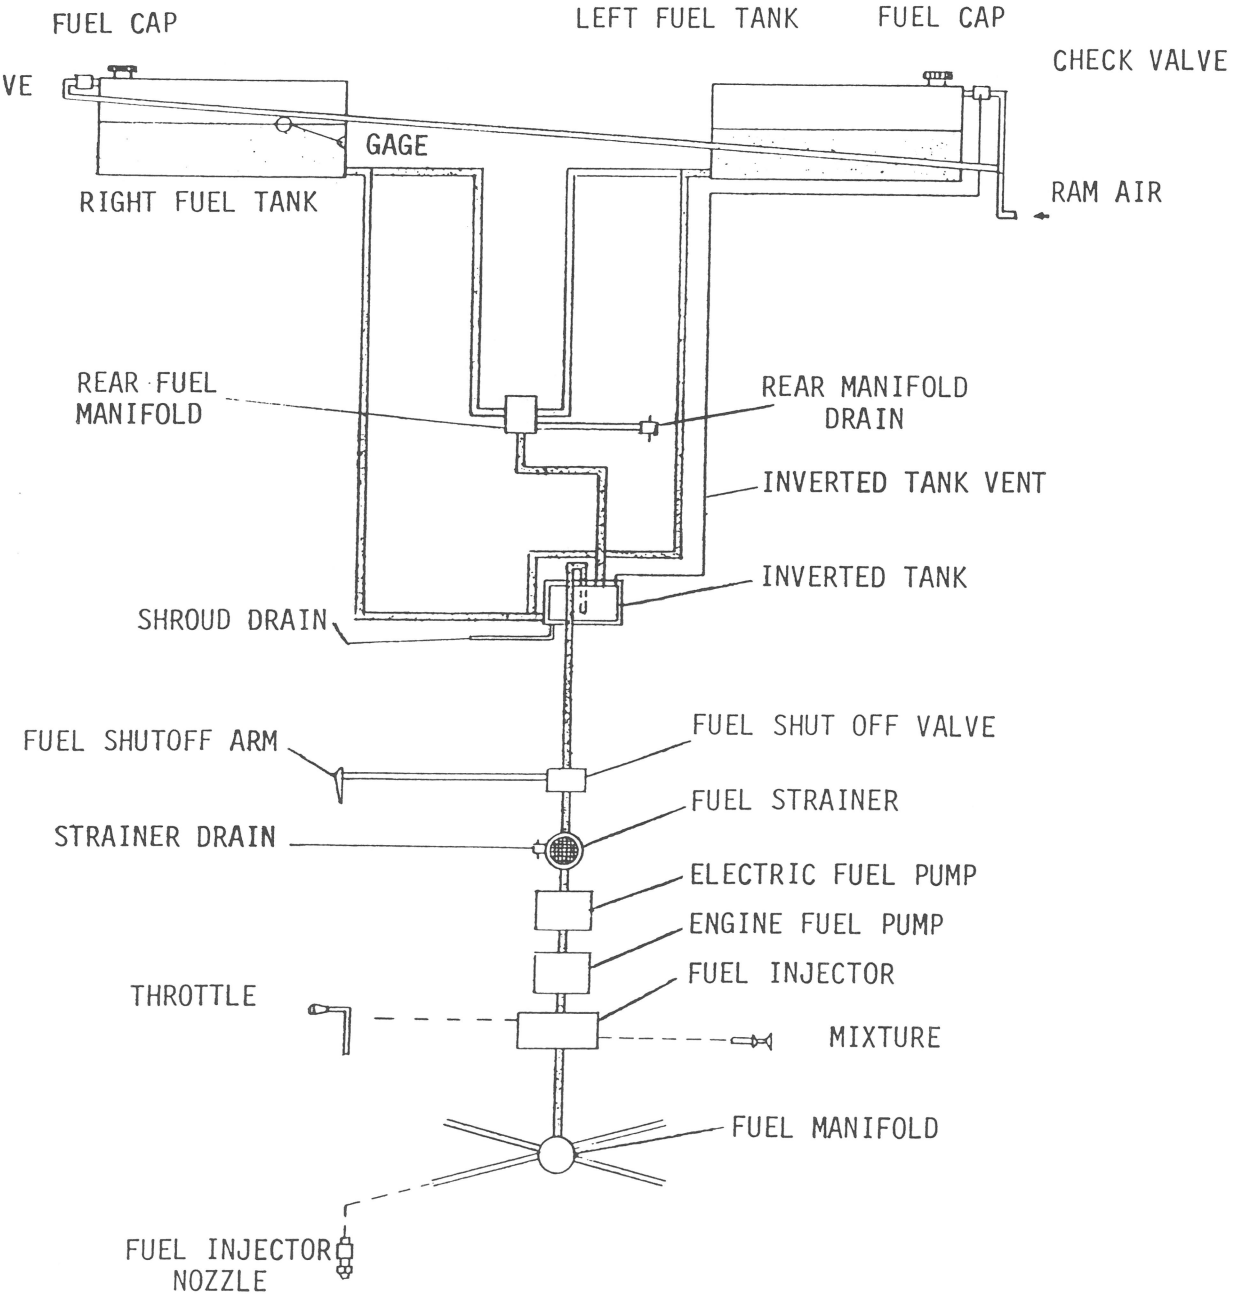

FIGURE 8-2.
b. Model 7KCAB (See Figure 8-2)